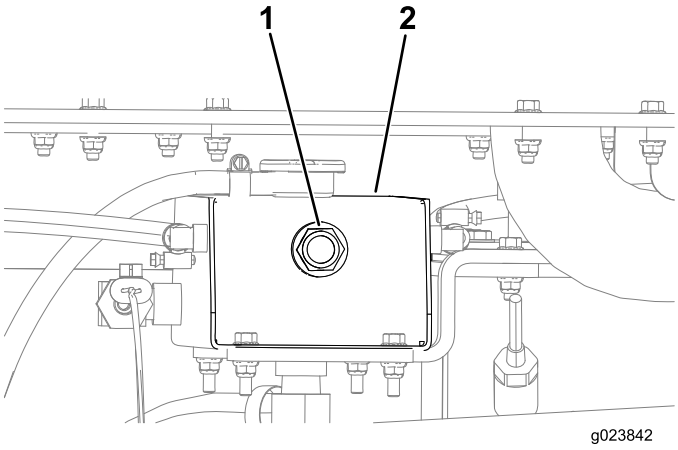

Figure 140
4. Contrôlez le niveau de liquide de refroidissement en observant l'indicateur de niveau au bout du réservoir de radiateur (Figure 140).